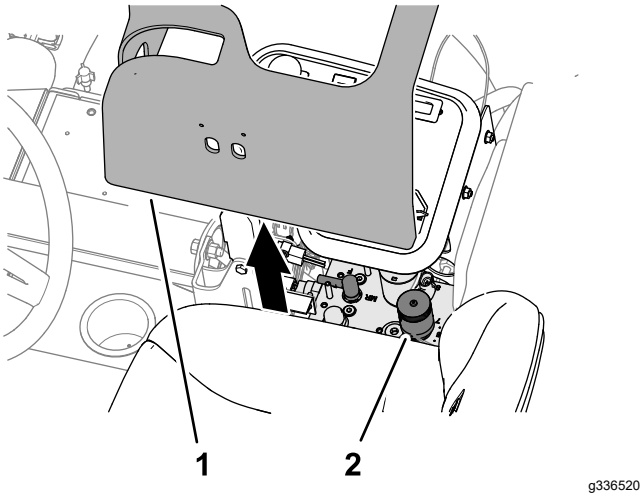

Figuur 48
2. Til de kap op van de bedieningsarm (Figuur 48).